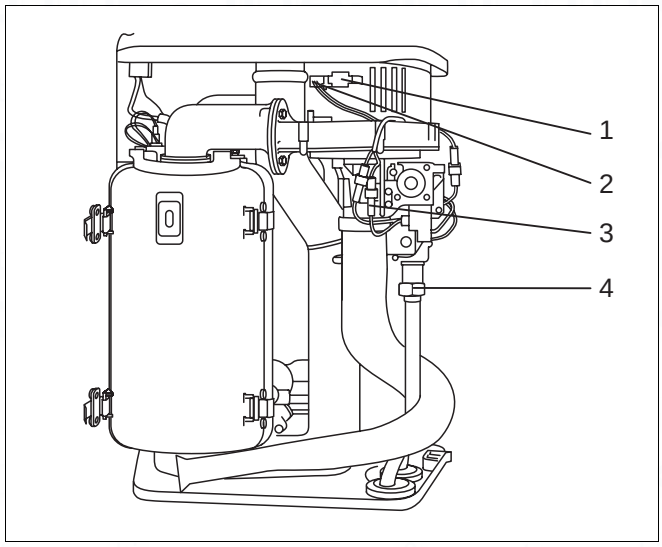

Fig. 55 Replacing the fan on the 600 Series: Loosen plug and union nut
- Disconnect the fan, using the plug and socket from the power supply (fig. 55, item 1), loosen the UBA control line at the fan (fig. 55, item 2) and the gas burner fitting (fig. 55, item 3).
- Loosen the union nut (fig. 55, item 4) on the gas burner fitting.